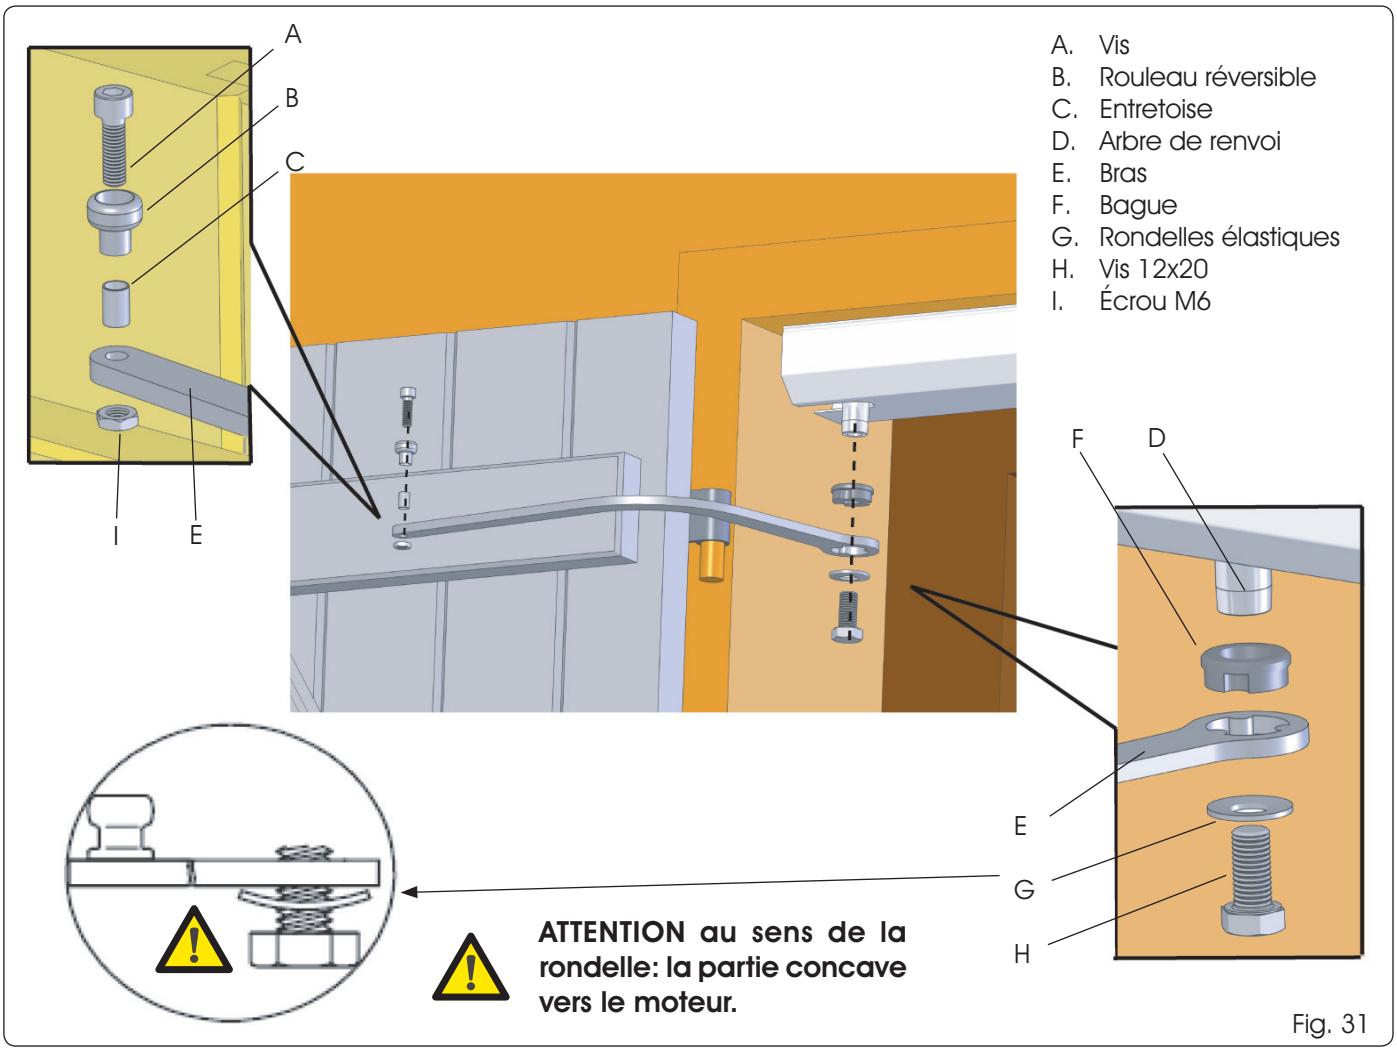

Fig. 31
5) Serrer fortement les vis 12x20 des bras (voir réf. H fig. 31 et 33).